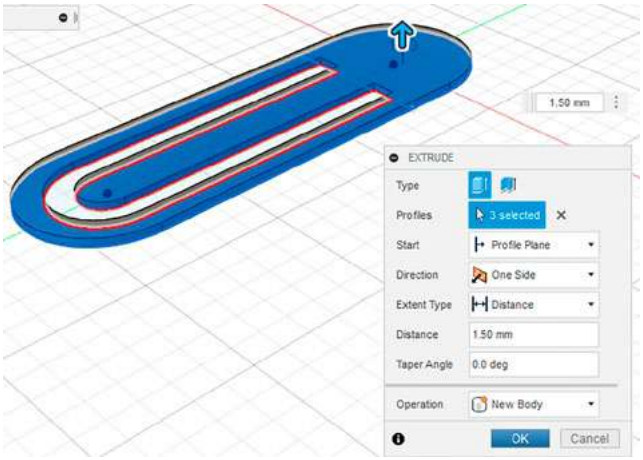

Рис. 12
3.2. Укажите направление выдавливания и расстояние (рис. 12). Не указывайте слишком большое расстояние, закладка должны быть тонкой, достаточно 1,5 мм.